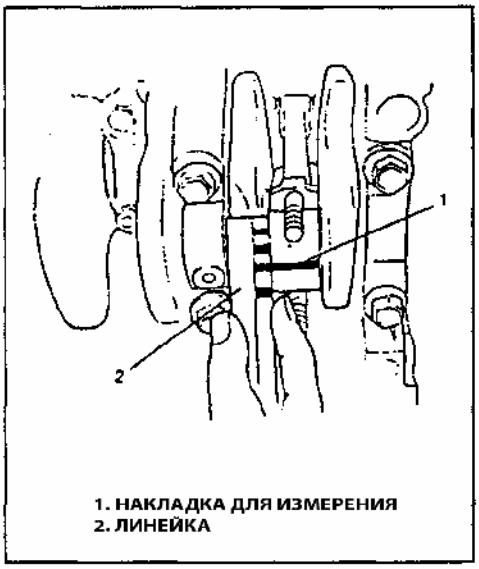

Рис. 131
5) Снимите крышку шатуна, поместите линейку на накладку и измерьте толщину накладки (Рис. 131).